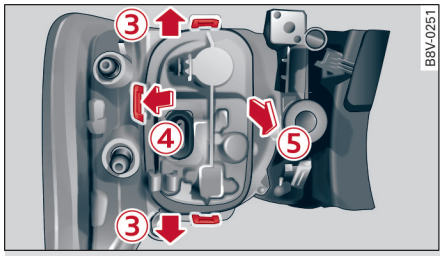

图 274 灯座和尾灯之间的固定压片
- 将固定压片 ③ 和 ④ 从灯座上推开或拉开，然后抬起灯座 ⑤ ⇨ *图 274*。